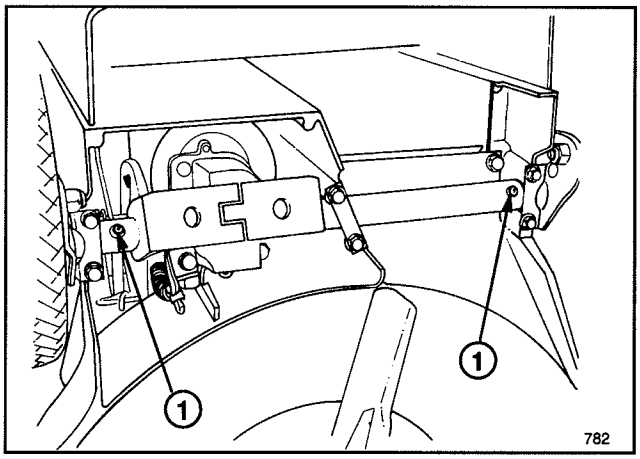

Figure 25
2. Basculer la tondeuse sur son côté droit. Essuyer les graisseurs avec un chiffon propre (fig. 25). Placer l'embout de la pompe à graisse sur le graisseur et pomper délicatement 1 ou 2 fois la graisse multi-usages au lithium No. 2.